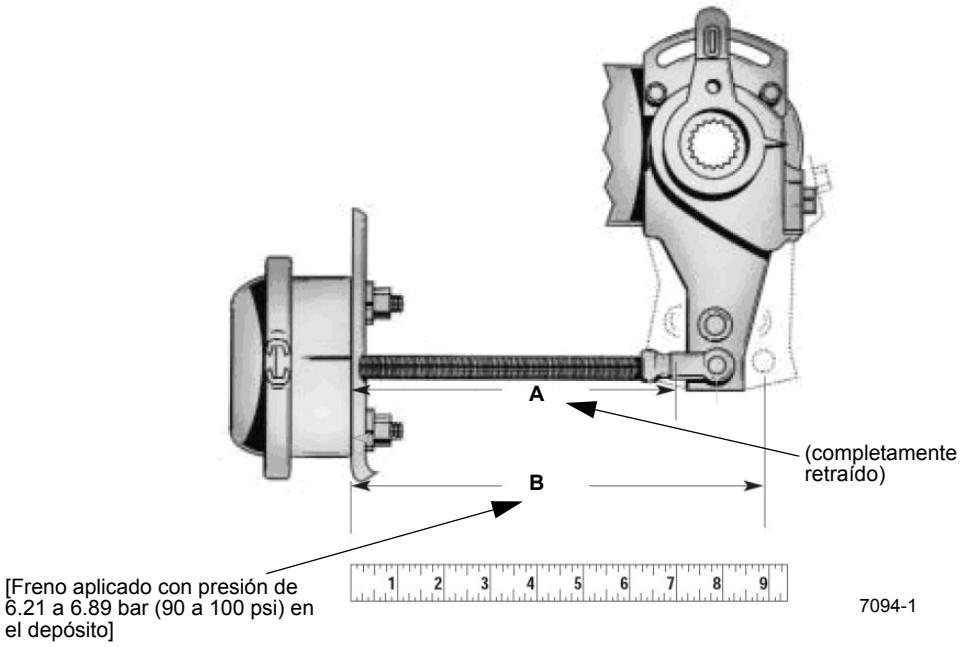

FIGURA 8-35
5. Con los frenos de servicio sueltos, mida la distancia desde el pasador de horquilla del ajustador de holgura hasta la superficie de montaje de la cámara de cada freno. Vea la Dimensión “A” (Figura 8-35).
6. Empezando con una presión de 6.21 a 6.89 bar (90 a 100 psi) en los tanques de aire de los sistemas primario y secundario, aplique los frenos de servicio completamente y manténgalos aplicados. No bombee el pedal de frenos. Mida la distancia entre los mismos puntos del paso 5 en cada freno. Esta es la Dimensión “B” en la (Figura 8-35).
7. Reste la dimensión “A” de la dimensión “B” en cada posición de freno (Figura 8-35). Este valor no deberá exceder de 5 cm (2 pulg) en los frenos delanteros, ni de 6.3 cm (2.5 pulg) en los traseros.